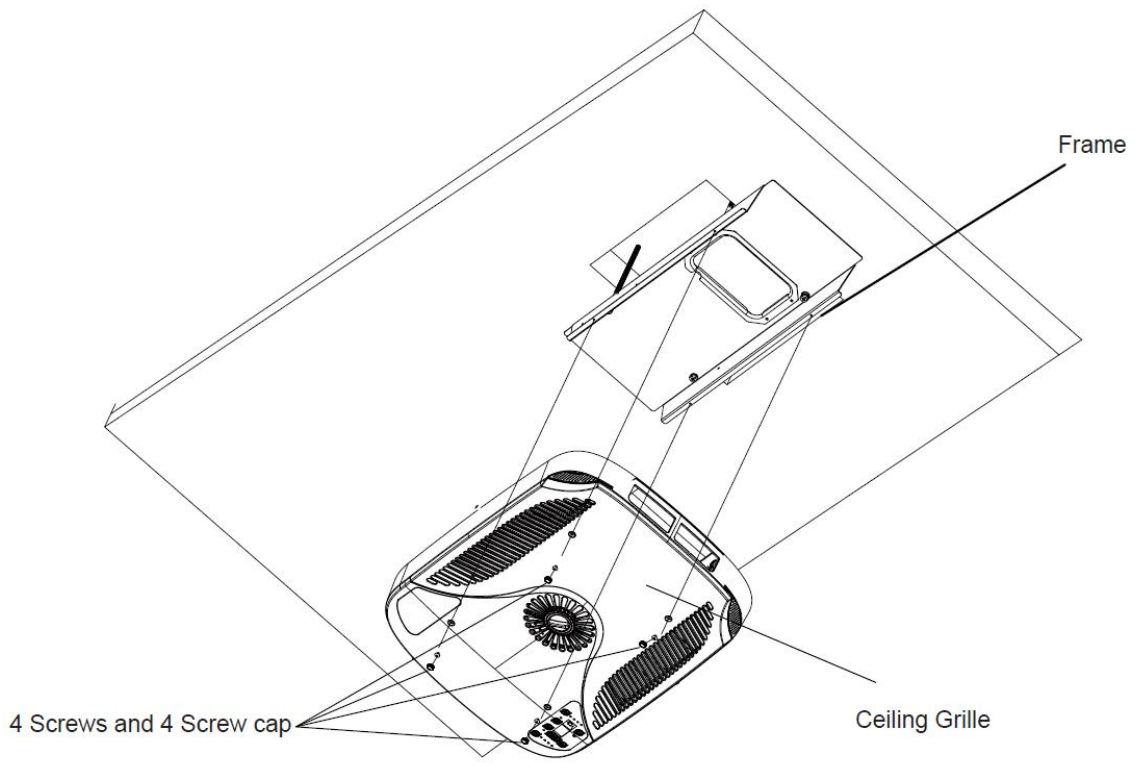

Figure 11
3. Secure the ceiling grille to the ceiling assembly frame with 4 screws. (see Figure 11).